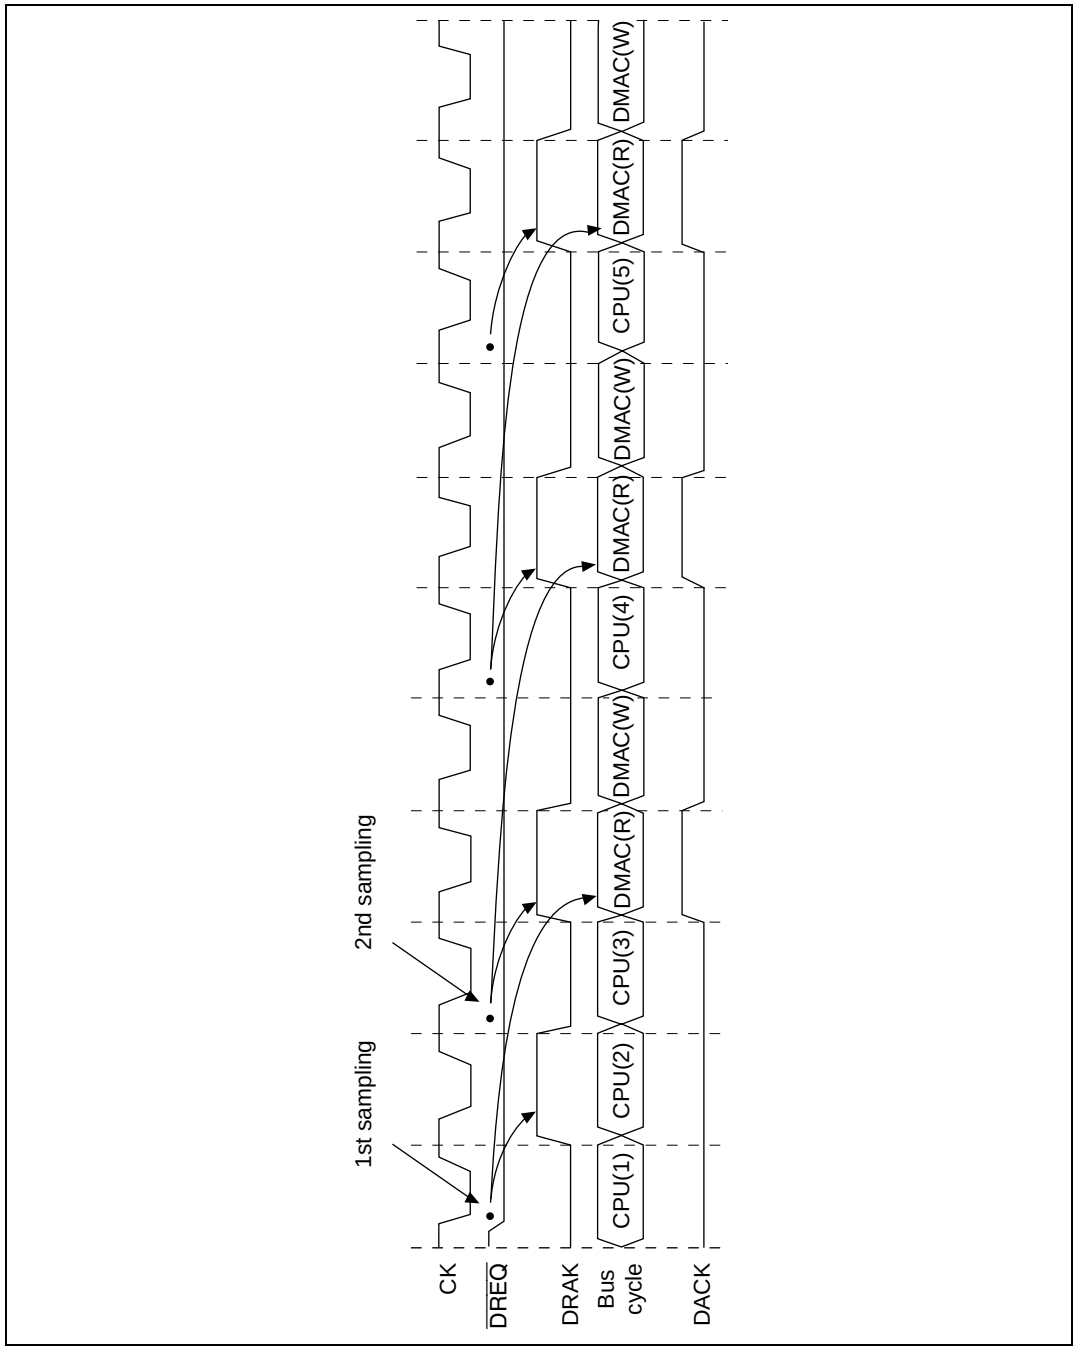
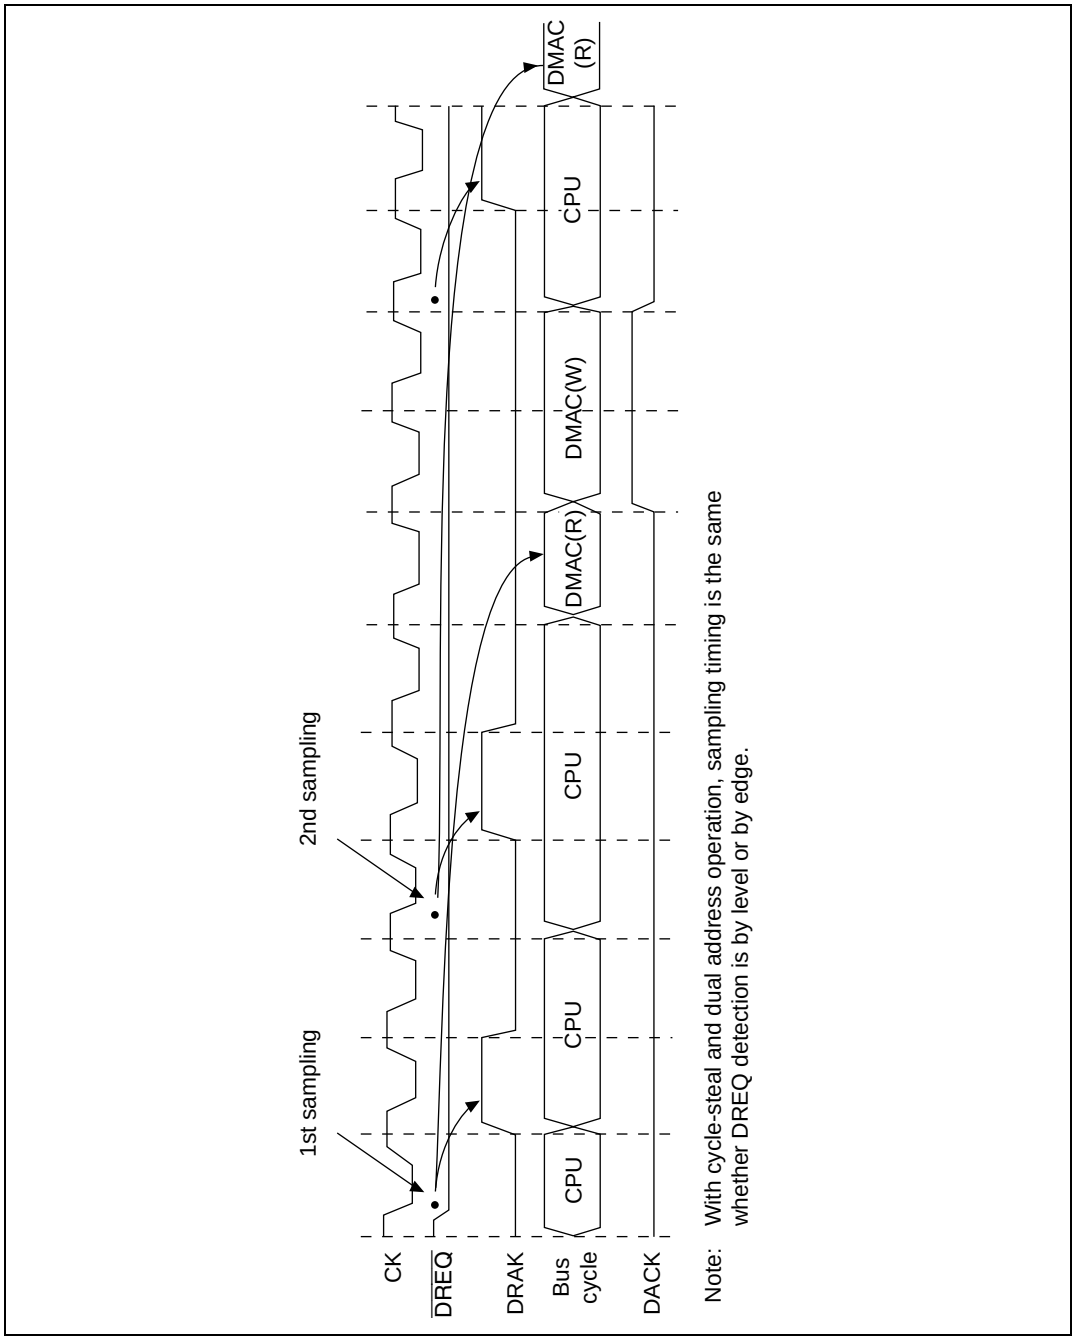

Figure 9.15 Cycle Steal, Dual Address and Level Detection (Fastest Operation)
Figure 9.16 Cycle Steal, Dual Address and Level Detection (Normal Operation)
For example, DMAC transfer begins (figure 9.15), at the earliest, three cycles from the first sampling timing. The second sampling begins at the start of the transfer one bus cycle prior to the start of the DMAC transfer initiated by the first sampling (i.e., from the start of the CPU(3) transfer). At this point, if DREQ detection has not occurred, sampling is executed every cycle thereafter.
As in figure 9.16, whatever cycle the CPU transfer cycle is, the next sampling begins from the start of the transfer one bus cycle before the DMAC transfer begins.
Figure 9.15 shows an example of output during DACK read and figure 9.16 an example of output during DACK write.